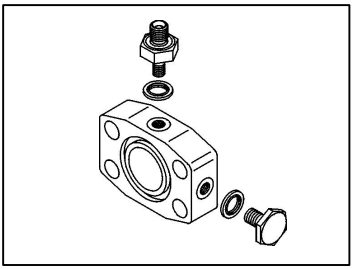

Bild 3
3. Bei Verwendung der SAE Flanschkupplung schrauben Sie bitte die 1/8" auf 1/4" Verschraubung unter Verwendung des Dichtungsringes in die gewünschte Position. Schrauben Sie den Dichtstopfen mit Dichtring in den noch offen gebliebenen 1/8" BSP Anschluß (Bild 3).